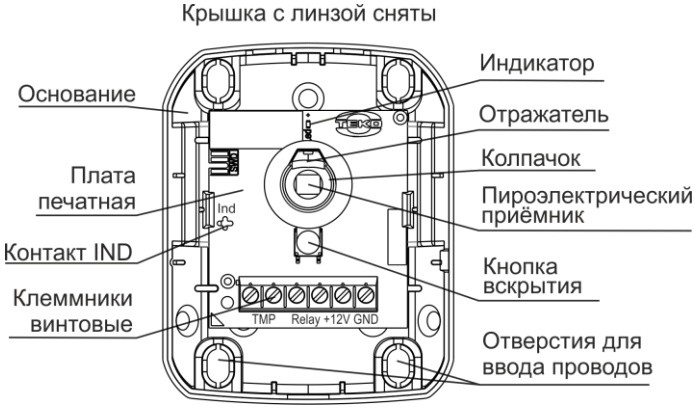

Рисунок 3
5.1 Конструктивно извещатель выполнен в виде блока, состоящего из основания и съемной крышки. Внутри блока смонтирована печатная плата с радиоэлементами и клеммниками винтовыми для внешних подключений (рисунок 3).